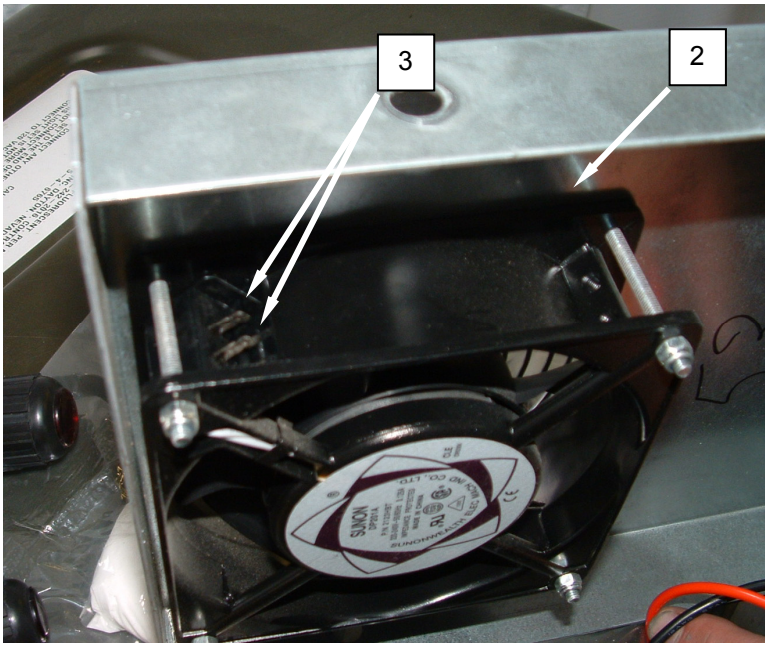

Figure 2. Test the Washer Variable Frequency Drive Cooling Fan.
2. Remove screws retaining inverter box cover **(Figure 2, Item 1)** and remove cover.
3. Tag and disconnect wiring from fan **(Figure 2, Item 2)**.
4. Use an ohmmeter to check for 750 ohms resistance between motor leads **(Figure 2, Item 3)**.
5. Use an ohmmeter to check for infinite resistance between each motor lead **(Figure 2, Item 3)** and ground.
8. Install inverter box cover **(Figure 2, Item 1)** and retain with screws.